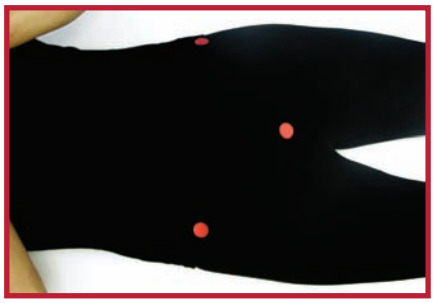

Figure 1
The X-Guide™ rests on the skin above boney landmarks. The three boney landmarks are: the symphysis pubis (SP) and the two anterior superior iliac spines (ASIS). See **Figure 1**. Usually, even in the obese patient, these areas are readily palpable on the supine patient. If needed, the patient can assist by retracting the paniculus and better exposing the boney prominences.